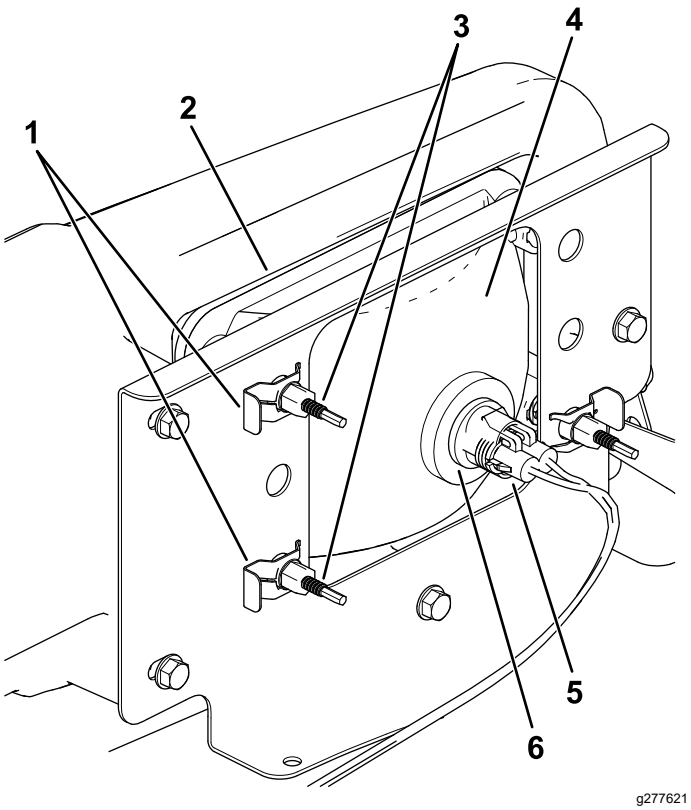

Figur 43
3. Koppla loss kablagets elektriska anslutning från lampenhetens kontakt (Figur 43).
4. Ta bort snabbklämmorna som fäster strålkastaren vid strålkastarfästet (Figur 43).
5. Demontera strålkastarenheten genom att flytta den framåt genom öppningen i den främre stötdämparen (Figur 43).
6. För in den nya strålkastaren genom öppningen i stötdämparen (Figur 43).
8. Anslut kablagets elektriska anslutning till lampenhetens kontakt (Figur 43).
5. Vrid justerskruvarna (Figur 43) på baksidan av strålkastarenheten för att vrida enheten och rikta in ljuskäglan.